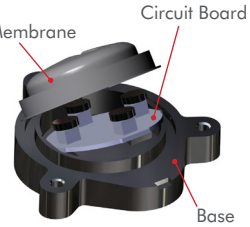

Figure 2
STEP 3: Remove **Switch Membrane** and **Circuit Board** from the **base FIG. 2**